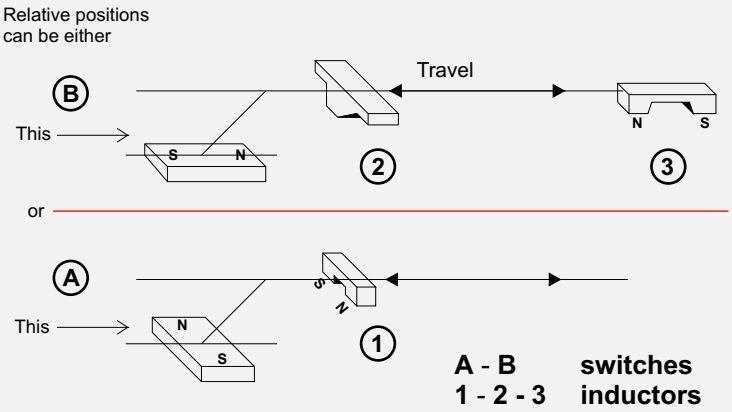

Fig.2
(a) Arrangement (A)(1) (see Fig.2) - the inductor travels along an axis right angles to its centerline and to the switch centerline.
(b) Arrangement (B)(3) (see Fig.2) - the inductor travels along an axis right parallel to the switch centerline. This arrangement allows a reduction in the operating area compared with example (a) above.
a) Arrangement (B)(2) (see fig.2) - using a single inductor 1927 A 50 or 1927 A 36.The inductor travels along an axis parallel to the switch centerline.
b) Arrangement (A)(1) (see Fig.2) - where an operating distance greater than that offered by arrangement (B)(2) is required, two inductors as shown in the following diagram may be used.